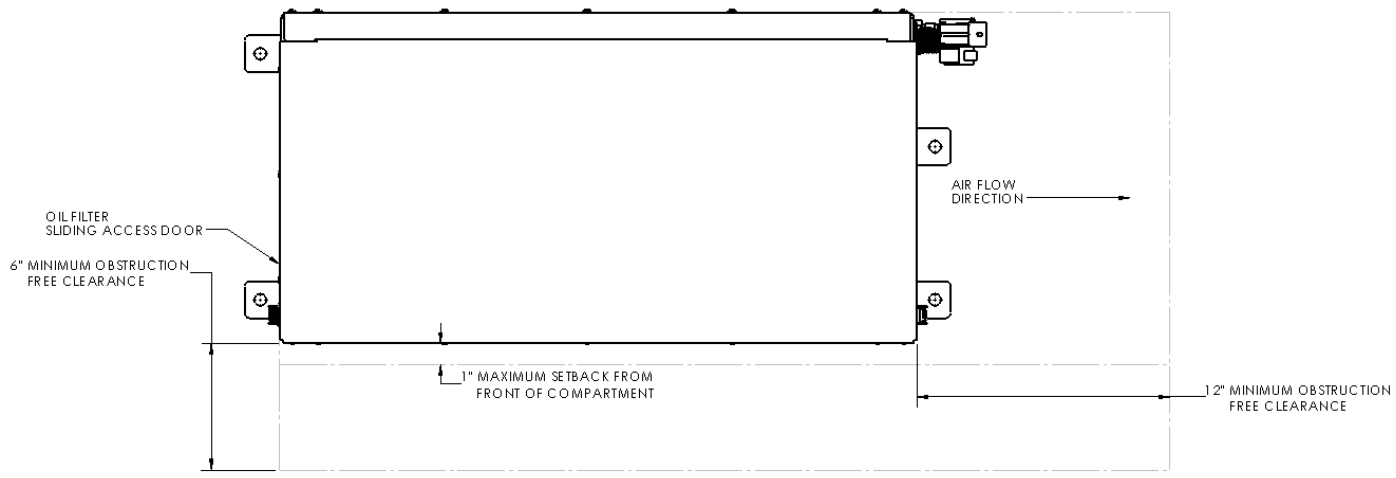
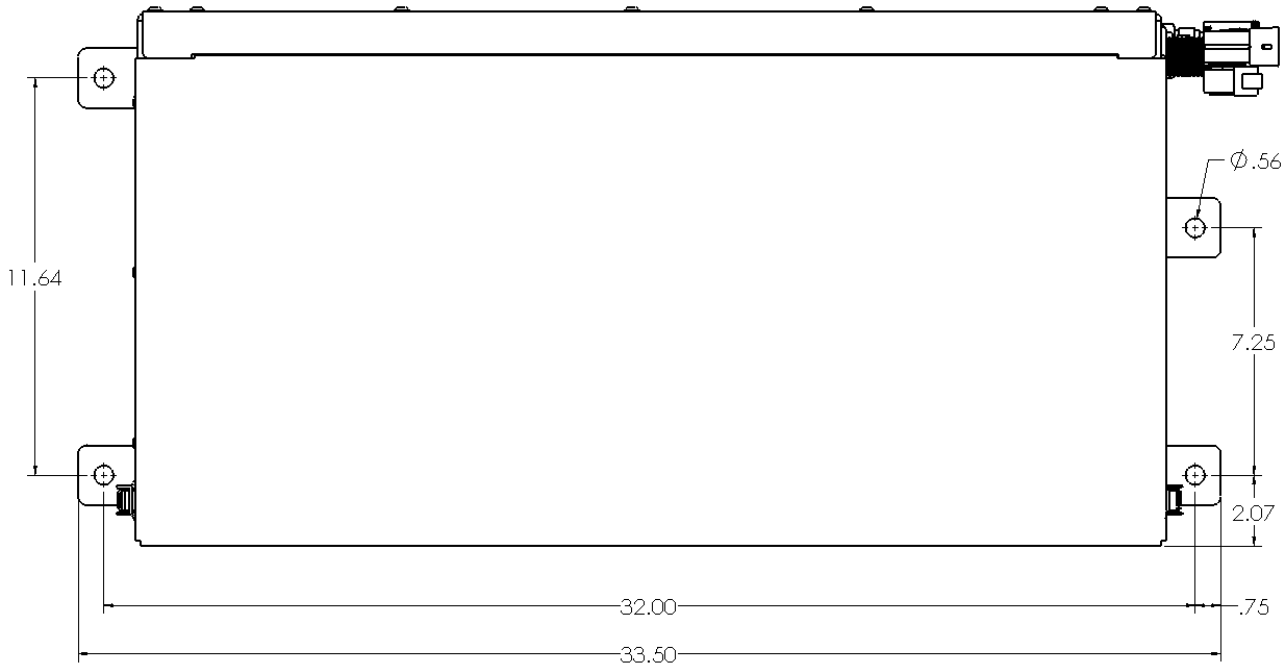

Figure 3 – Minimum Clearance for Proper Ventilation (Top View)
Figure 5 – Mounting Pattern for LR-6.2 LR-8, LR-MATRIX tray assemblies
2. SPS models LR-6.2, LR-8, and LR-MATRIX can be mounted on top of a vehicle, in the open, without requiring any additional coverings. Reference Figure 3 and minimum clearances around the perimeter of the generator's tray assembly. Also, do not position any obstructions directly in front of the system's oil cooler. If the system cannot be installed without maintaining the minimum clearances as indicated, or if you have any questions related to the installation of these systems, contact Smart Power Systems® at (231) 832-5525.
3. Locate and bore mounting holes for generator tray assembly as shown in Figure 5. Maintain minimum clearances as indicated in Figure 3.